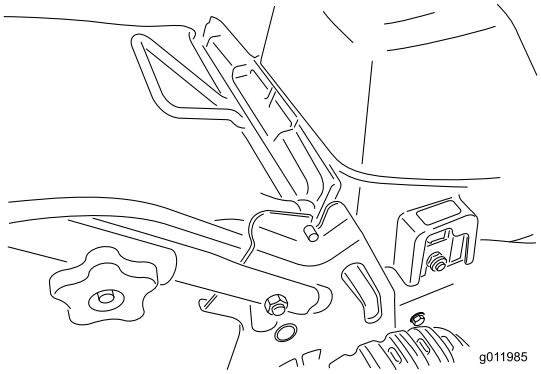

Figura 10
2. Introduzca el asa de la bolsa de recortes en las muescas de los soportes del manillar (Figura 10).